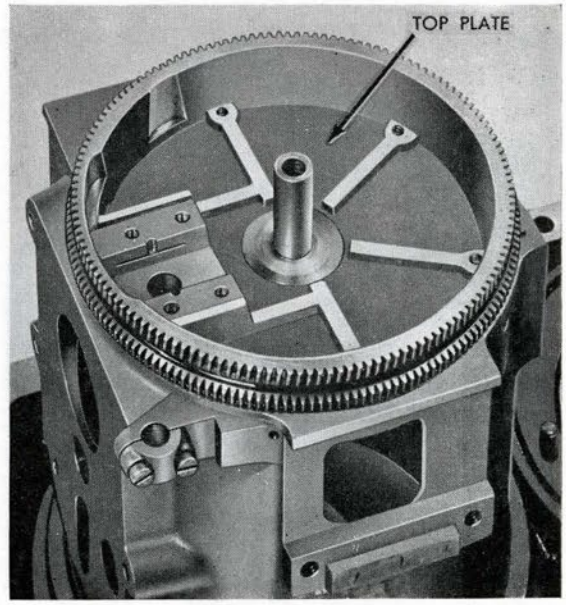
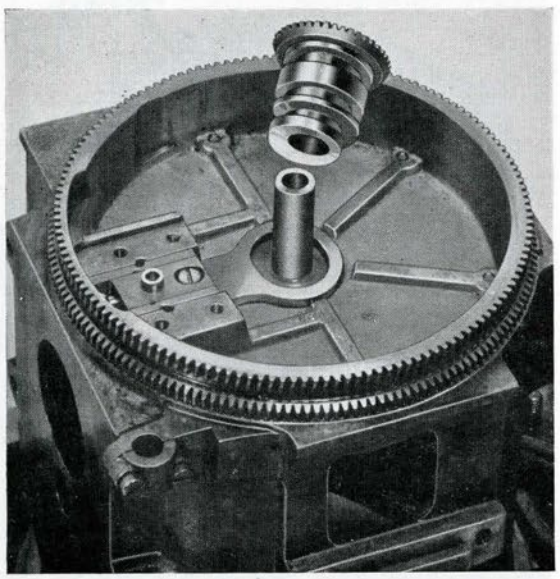

Figure 252
Figure 253
*2. Replace marker in gyro pot and secure with two screws. (41)
*3. Try retainer plates in their recesses in top plate to ascertain that a snug fit is obtained. Oil (C) and try top plate on its seat in gyro pot to ascertain that it is a snug fit, without binding (Fig. 252).
*4. Replace retainer plates with zero graduation in line with marker in pot. Replace holding screws for retainer plates, setting up even and tight. Check that screw heads are flush with retainer plates, and note that no burrs were raised by screw driver. Turn top plate in both directions and note if binding at any point; if so, it may be necessary to relieve by scraping surfaces of retainer plates where binding occurs. (41)
7. Replace cam, connection spool, and cam bevel gear assembly (Fig. 253). Turn cam bevel gear to operate pallet slide and ascertain that no binding occurs. While turning cam bevel gear, check clearance between cam and slot in pallet slide. There should be about 3½ teeth "play" between the two parts.